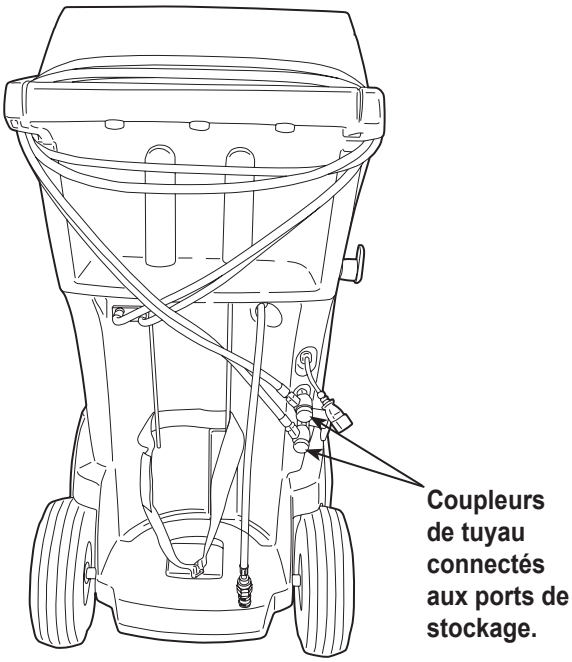

Figure 14
2. Faites passer deux fois les tuyaux de service autour de la poignée et attachez-les aux ports de stockage. Reportez-vous à la Figure 14.